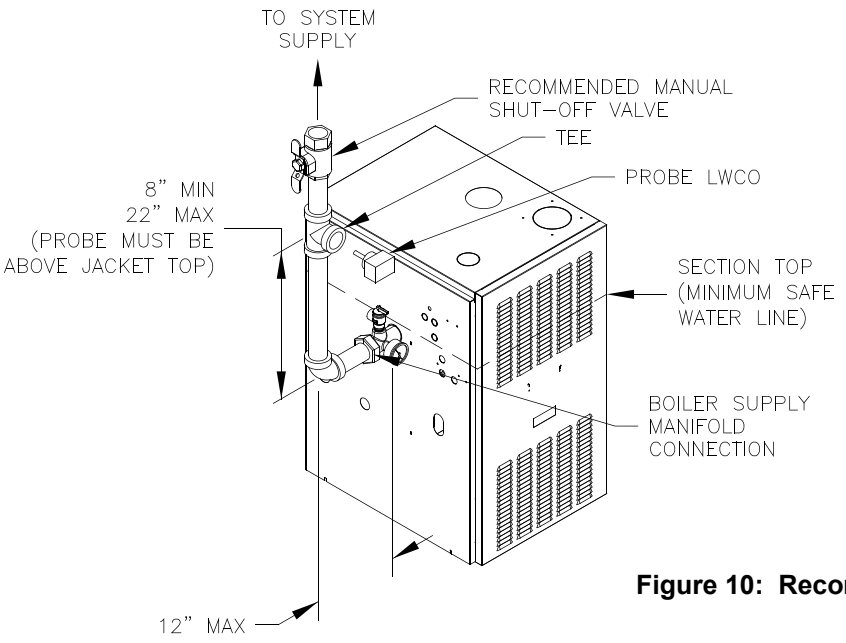

Figure 10: Recommended Probe LWCO Location
5. When constructing a piping tree to install LWCO select fittings (tees, elbows etc) and nipples to have the same size (NPT) as boiler supply connection. At minimum, 1-1/4" tee with ¾" branch outlet is required to connect the probe LWCO to the supply piping. See Figure 10. **DO NOT REDUCE THE SIZE OF NEAR BOILER SUPPLY FITTINGS AND NIPPLES**.